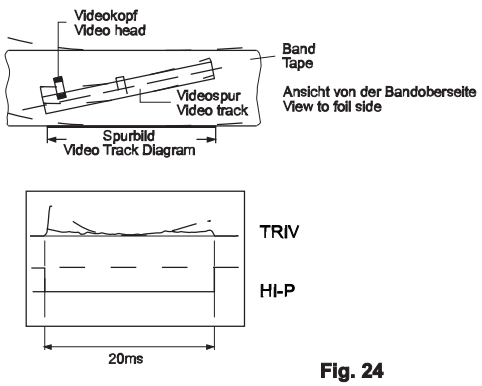

Fig. 24
– Einstellung: Durch Justieren der Umlenkrolle des linken und rechten Fädelschlittens (Pos. 23 und Pos. 26) mit dem Einstellschraubendreher das Trackingsignal "TRIV" auf geraden Verlauf und minimale Abweichung einstellen (Fig. 24).
– Adjustment: With the adjustment screw driver set the reverse roller of the left and right threading roller units (Pos. 23 and Pos. 26) to make the tracking signal "TRIV" as straight and flat as possible (Fig. 24).